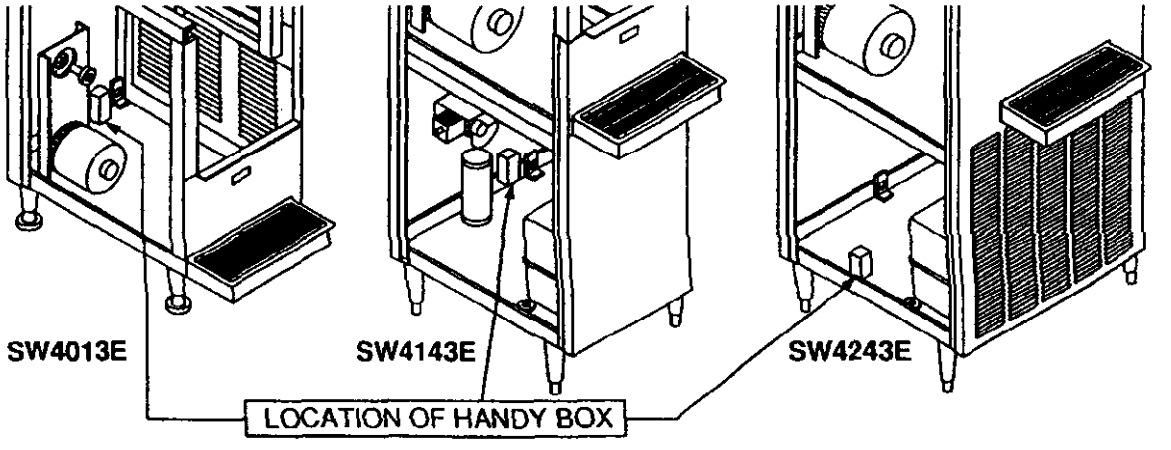

FIGURE 2
1. Remove cover from handy box (See Figure 2).